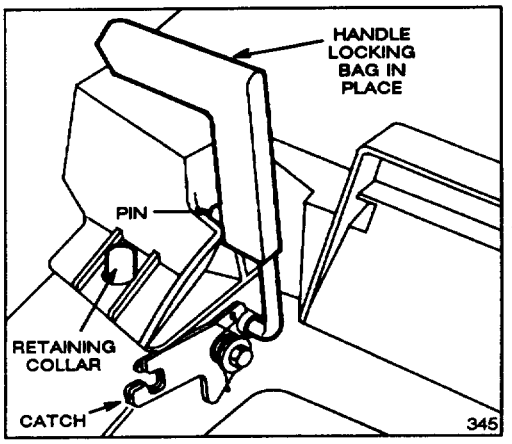

**Figure 10**
4. Pull discharge door handle forward until pin clears catch and move handle rearward until pin locks in bag notch (Fig. 10). Discharge door in mower housing is now open. It may be necessary to push down on top right of bag door to release handle locking pin from catch.